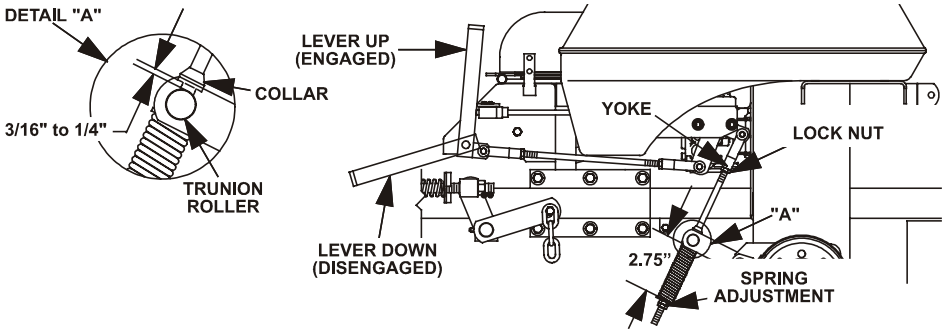

FIG. 14
b) Measure the length of the spring. Measurement should be 2.75" between washers (see Fig 14).
c) Measure the distance between the trunion roller and the rod collar. Measurement should be 3/16" to 1/4" (See Fig 14).
d) If adjustment is necessary, loosen the nut directly below the yoke. Turn the bottom nut (below washer) until the correct measurement is obtained (See Fig 14) turn nut clockwise to lengthen the gap (screws rod into yoke) and turn counter-clockwise to shorten the gap (screws rod out of yoke). Tighten nut against yoke and check opposite side of unit, repeat if necessary.